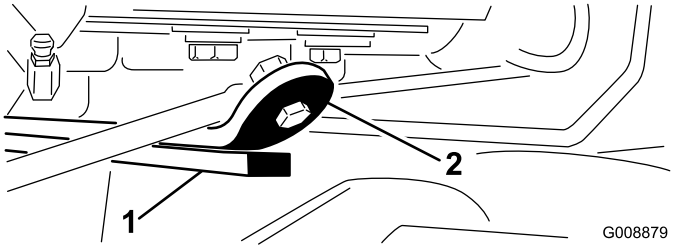

Figur 28
3. Start motoren, hev løftearmene og kontroller at klaringen mellom slitebøylen på toppen av den bakre klippeenhetens slitestang og støtfangerbøylen er 0,51–2,54 mm (Figur 28).